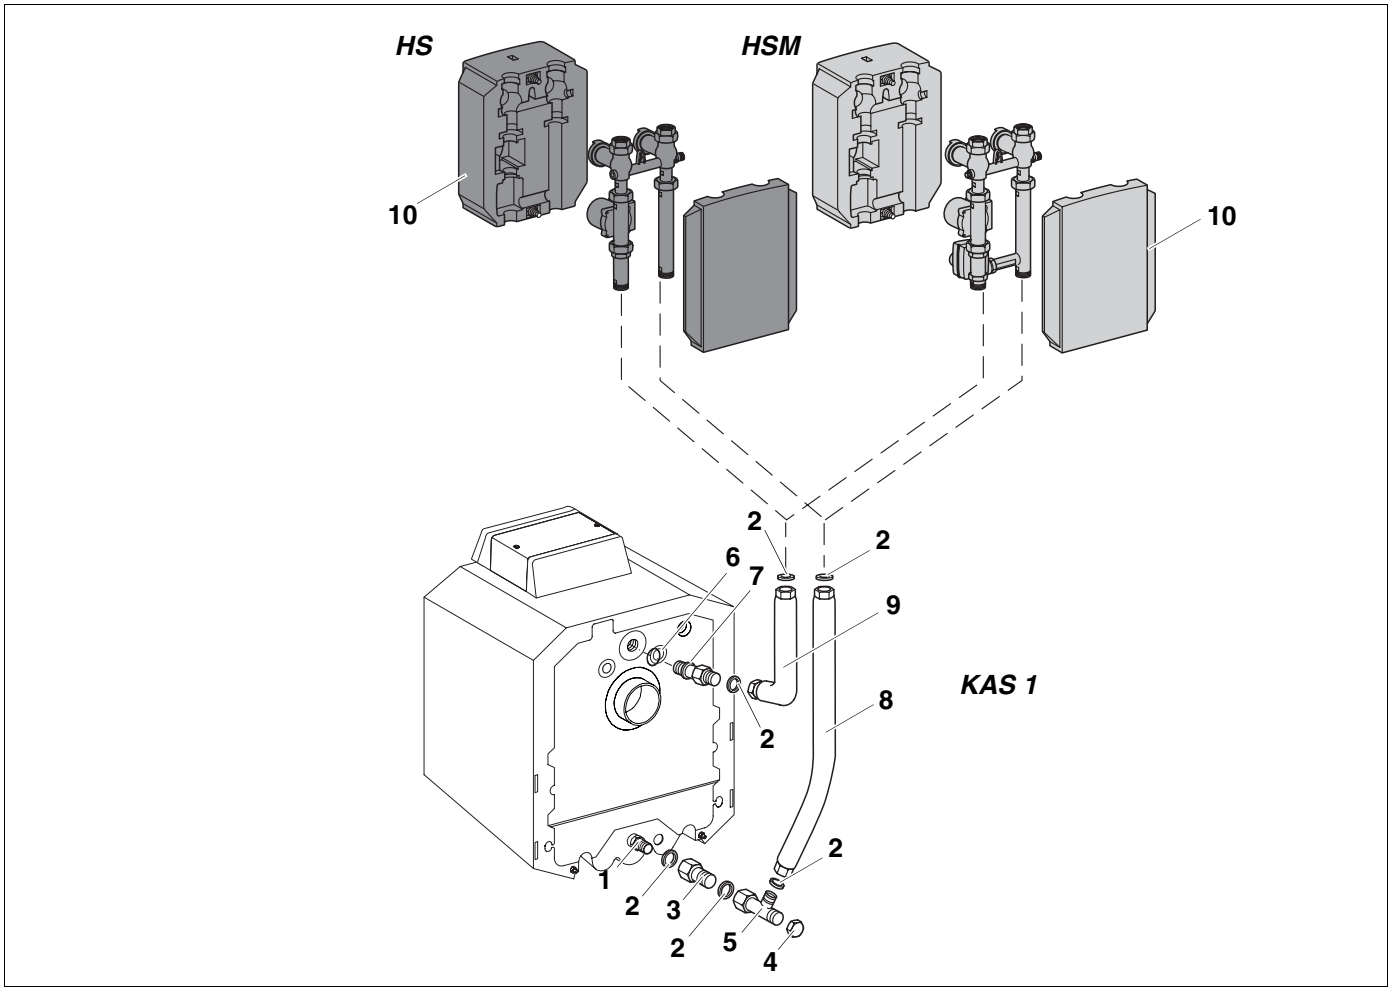

Afb. 5 Aanbouw achter KAS 1
- Plaats de pompgroep zonder (HS) of met mengklep (HSM) conform afb. 5 op de leidingstukken, draai de beide schroefkoppelingen aan en test het geheel op dichtheid.